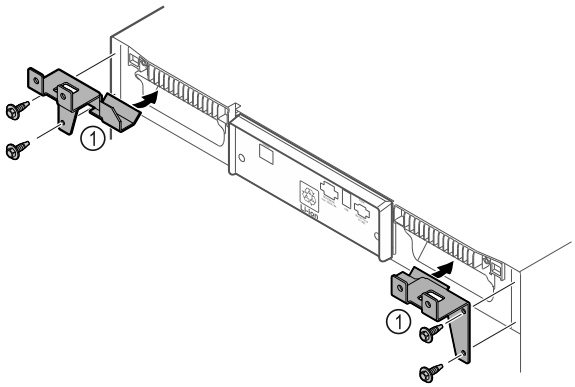

Fig. 50
▶ Montați părțile de susținere *Fig. 50 (1)* pe aparat cu șuruburile autofiletante.